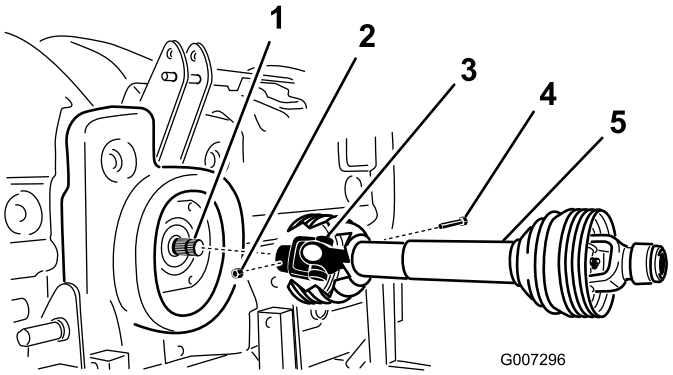

**Figur 8**
2. Anslut kraftuttagsaxeln till växellådans ingångsaxel med en bult på 1/2 x 3,00 tum och en mutter på 1/2 tum (Figur 8).